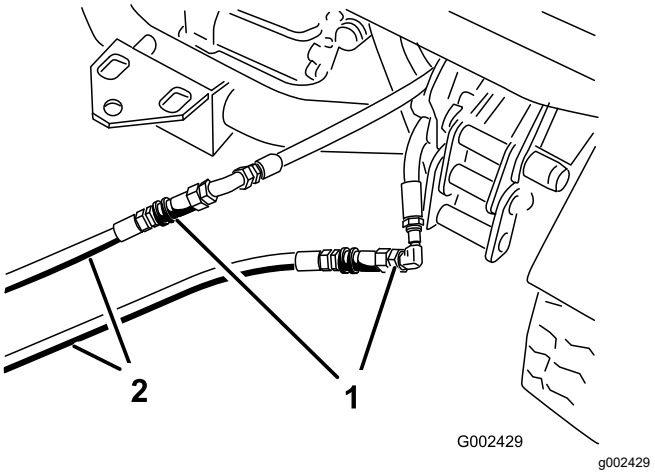

Bild 72
3. Schließen Sie an der defekten Maschine die beiden Überbrückungsschläuche an die Schläuche an, die abgeschlossen wurden (Bild 72).